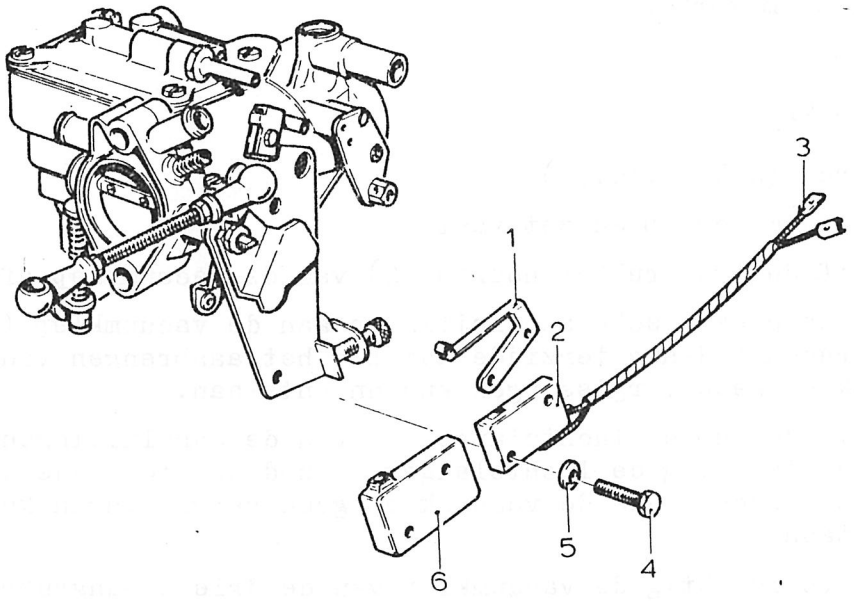

Afb. 2.10.6. Vacuumbedieningsschakelaar
a. Verwijderen (afb. 2.10.6.)
(1) Open de motorkap
(2) Verwijder het reservewiel
(3) Neem de twee stekers (3) onder het luchtfilter af.
(4) Draai de twee schroeven (4) los en verwijder de komplete vacuumbedieningsschakelaar.
(5) Neem de twee schroeven uit de vacuumbedieningsschakelaar en verwijder het hulpstuk (1) en de beschermkap (6).
b. Aanbrengen (afb. 2.10.6.)
(1) Plaats de beschermkap (6) over de vacuumbedieningsschakelaar (2), plaats het hulpstuk (1) op de beschermkap en steek de twee schroeven (4) met veerringen (5) door de gaten.
(2) Plaats het geheel op de carburator en zet vast met de twee schroeven.
(3) Sluit de twee stekers (3) aan.
(4) Stel de vacuumbedieningsschakelaar af (zie pt. 2.10.2.).
(5) Breng het reservewiel aan.
(6) Sluit de motorkap.